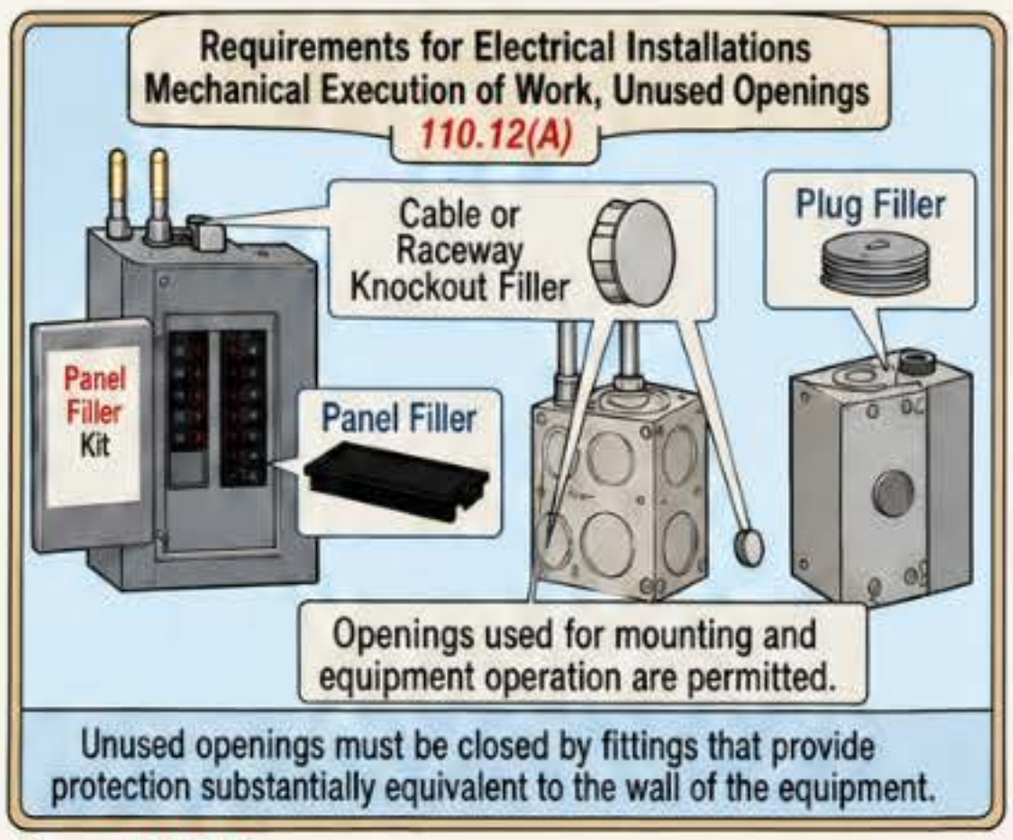

Figure 110-18
(A) Unused Openings. Any openings that are not in use must be closed with fittings that offer protection equal to the wall that surrounds the equipment. ▶ Figure 110-18